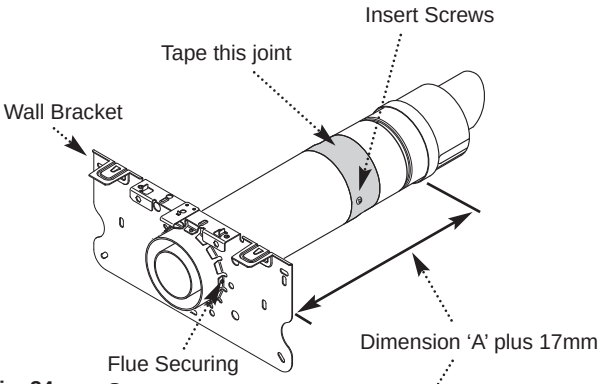
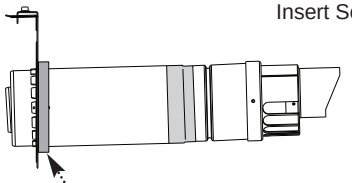

Fig. 34
Fig. 35a
5. Insert the telescopic flue into the wall bracket and secure with the three screws (Fig. 34).
6. Measuring from the wall bracket to the edge of the terminal, adjust the telescopic flue to dimension ‘A’, add another 17mm to this dimension (Figs. 34 & 35).
7. Seal the joint with the tape provided and secure with the two screws (Figs. 34 & 35). Apply the self adhesive foam seal to the wall bracket and flue joint to prevent draughts when fitting to a cavity wall (Fig. 35a).